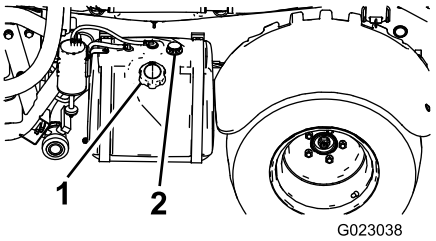

Figur 12
2. Rengør området omkring brændstoftankens dæksel (Figur 12).